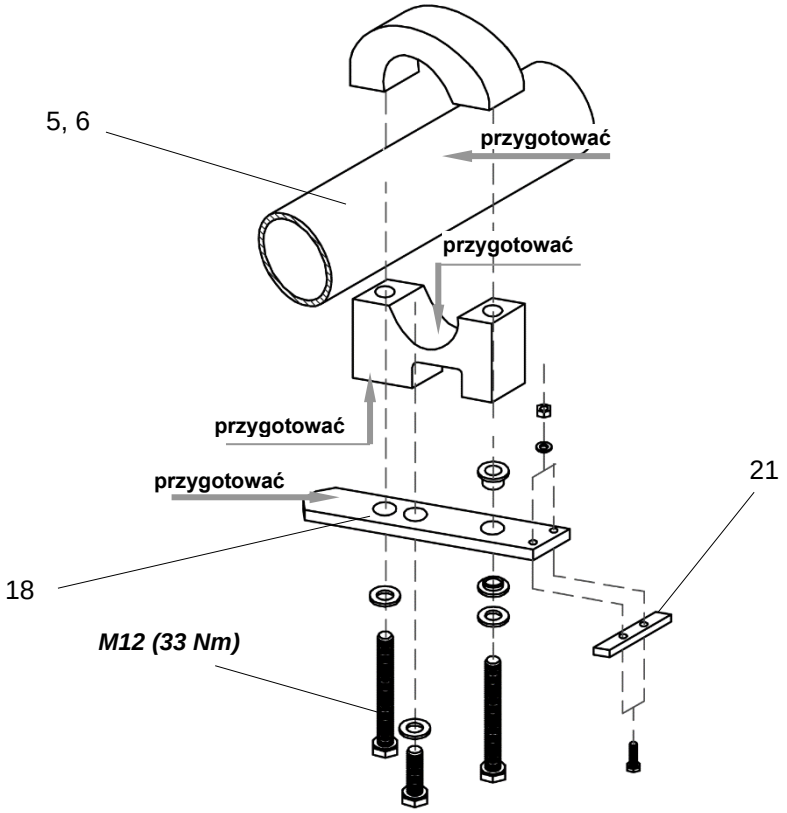

Rysunek 36 Wymiana styku uziemiającego (prąd zwarciowy $I_{zw} \leq 100kA$)
2. Oczyścić styki uziemiające (18) i palce stykowe (20), sprawdzić czy nie nastąpiło na którymś z tych elementów trwałe uszkodzenie powierzchni > 0,5 mm i jeżeli to konieczne, wymienić na nowy. [Rys. 36; 37; 38]
3. Posmarować palce stykowe (18) i elementy stykowe (20)